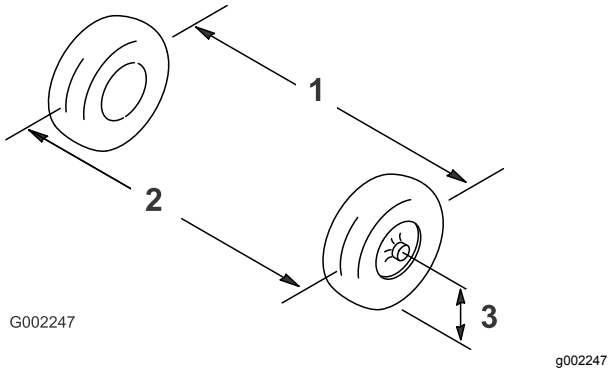

Figuur 83
2. Meet ter hoogte van de as de afstand tussen de voorwielen aan de voorkant en de achterkant van de wielen (Figuur 83).
8. Start de motor terwijl de dop losjes op de radiateur zit (Figuur 83).